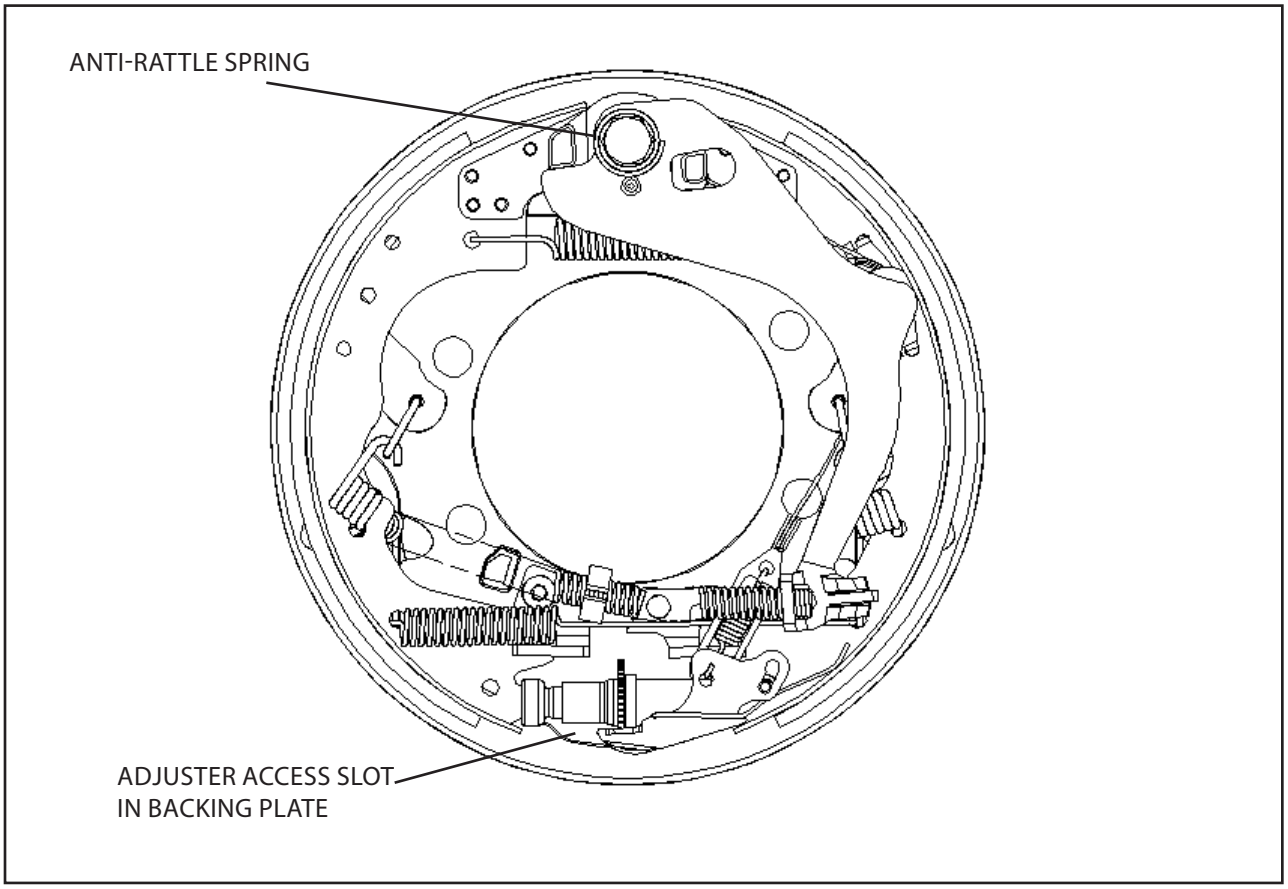

Figure 4. 305x76 Park Brake Major Components
There are three (3) releases of this brake in service. Release 1 was the original release and manufactured prior to April 2002. The Release 2 design has a brake manufacture date after April 2002 and up to December 2005. The Release 3 design has a manufacture date after December 2005. Figure 2 shows the Release 1 brake, highlights the differences between the Release 1 and Release 2 brakes. Figure 3 shows the Release 2 brake and highlights the differences between Release 1 and Release 2 brakes. Figure 4 shows the Release 3 brake and highlights the differences between Release 2 and Release 3.